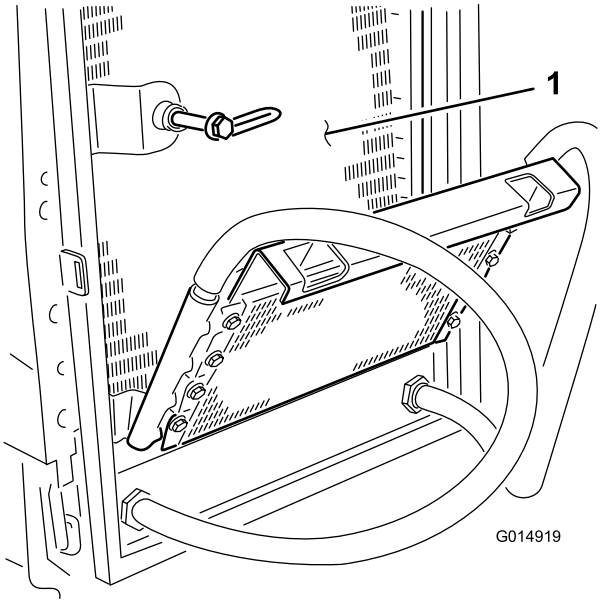

Figur 44
8. Rengjør begge sidene av oljekjøleren. Etter at radiatoren og oljekjølerne er grundig rengjort, fjern eventuelt smuss som kan ha samlet seg på andre deler av maskinen (Figur 44) med trykkluft.